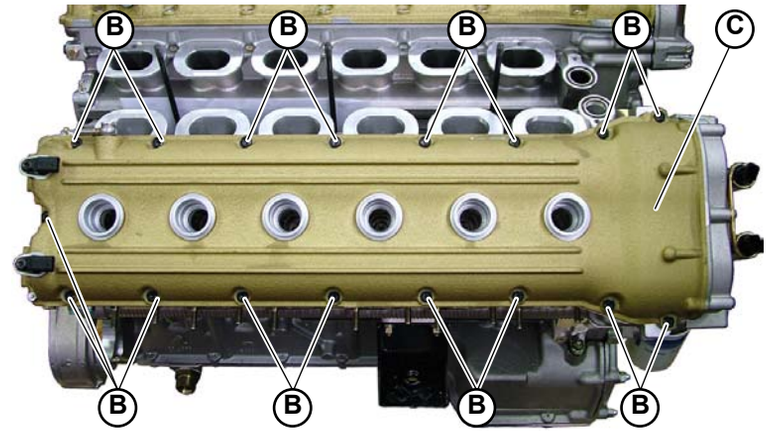

Fig.2
3. Unscrew the 17 head cover screws (**B-Fig.2**) and remove the cover (**C-Fig.2**).